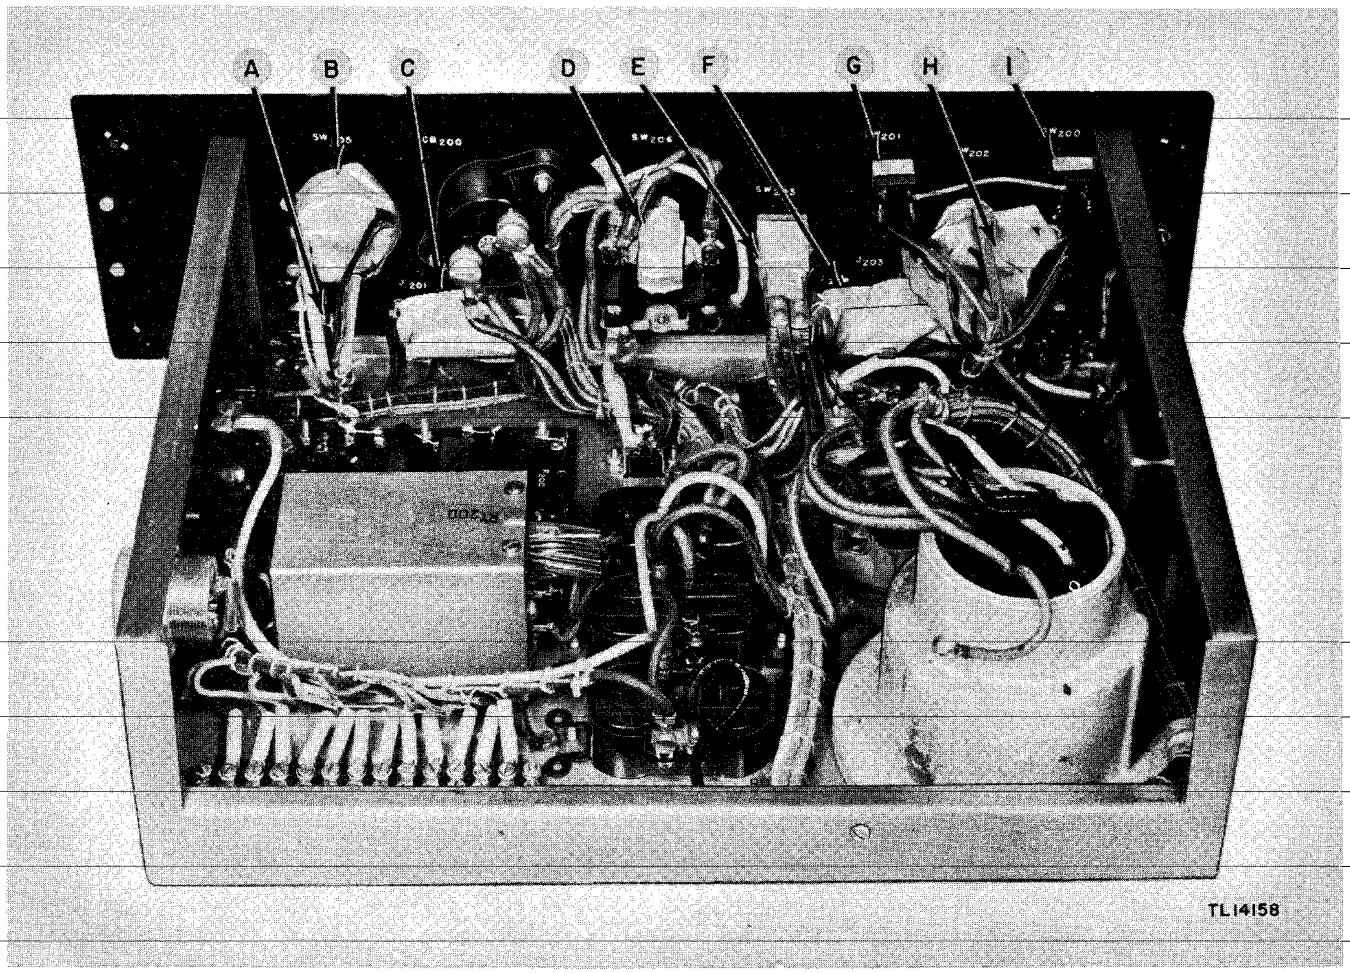

Figure 39. Junction Box JB-70-A—top interior view of chassis, showing method of masking.
b. DISASSEMBLY. (1) Loosen four fasteners and remove junction box from its case. Disconnect the four wires attached to the terminal strip on the inside rear of the junction box.
(2) Clean all dirt, dust, rust, fungus, oil, grease, etc., from the equipment to be processed.
c. MASKING. Cover the following components with masking tape as shown in figures 39 and 40.
(1) Holes in case of receiver output switch SW_{204}, item A, figure 39.
(2) Contacts of wafer switch SW_{205}, item B, figure 39.
(3) Three jacks J_{201}, J_{204}, and J_{205}, item C, figure 39.
(4) Contacts of push-button switch SW_{206}, item D, figure 39.
(5) Contacts of transmitter receiver switch SW_{203}, item E, figure 39.
(6) Three jacks J_{200}, J_{202}, and J_{203}, item F, figure 39.
(7) Holes in case of receiver disabling switch SW_{201}, item G, figure 39.
(8) Contacts of wafer selector switch SW_{202}, item H, figure 39.
(9) Holes in case of receiver disabling switch SW_{200}, item I, figure 39.